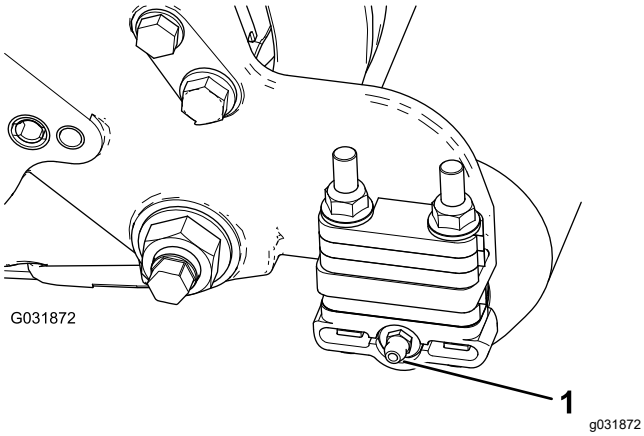

Figure 8
2. Install the 90° grease fitting so that it faces backward (Figure 8).